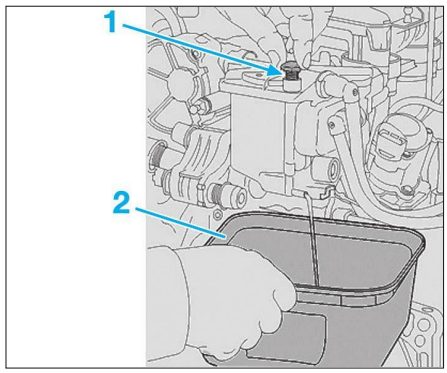
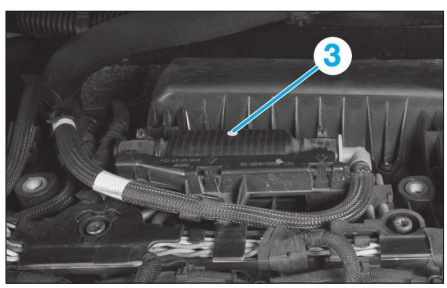

**Fig. 54**
**Fig. 55**
• Placer un récipient (1), sous la sortie du tuyau de purge carburant **(Fig.54)**.
• Desserrer la vis de purge (2).
• Actionner pendant 30 secondes la pompe d'amorçage (3) manuelle pour évacuer l'eau contenue dans le filtre à carburant **(Fig.55)**.
• Serrer la vis de purge en eau (2).
• Actionner plusieurs fois la pompe d'amorçage (3) manuelle pour amorcer le circuit carburant.